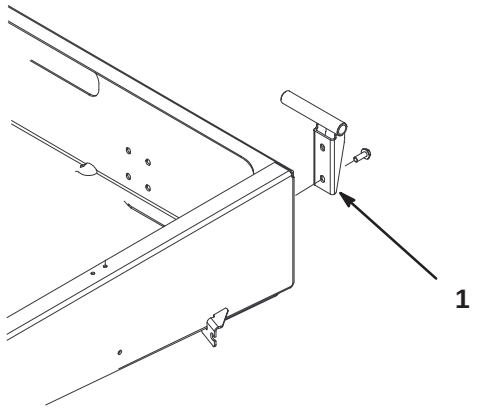

Figur 8
2. Fäst det vänstra tappfästet till ramens vänstra bakre hörn med 2 huvudskruvar med fläns (3/8 x 1”). Placera fästet såsom framgår av figur 8.